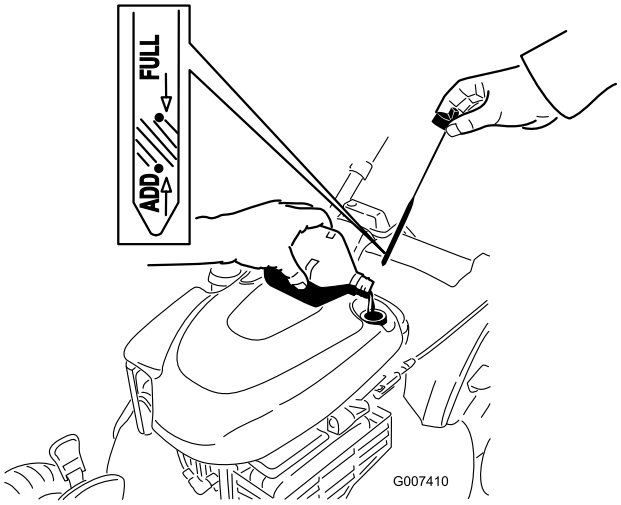

Bild 5
1. Ziehen Sie den Peilstab heraus (Bild 5).
2. Füllen Sie das Öl **langsam** in den Einfüllstutzen ein, um den Ölstand auf die Marke **Voll** am Peilstab anzuheben (Bild 5). **Füllen Sie nicht zu viel ein.** (Max. Füllstand: 0,59 l, Typ: Waschaktives SAE 30-Öl mit der Klassifizierung SF, SG, SH, SJ, SL oder höher durch das American Petroleum Institute (API).)